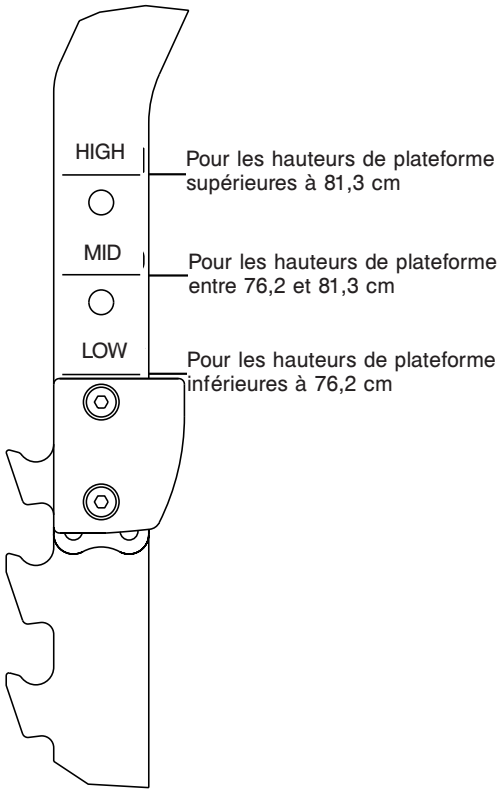

Figure 12
3. Sélectionner HIGH (Haut), MID (Milieu) ou LOW (Bas) selon les exigences de hauteur de chargement de la civière (voir Figure 12). Par exemple :